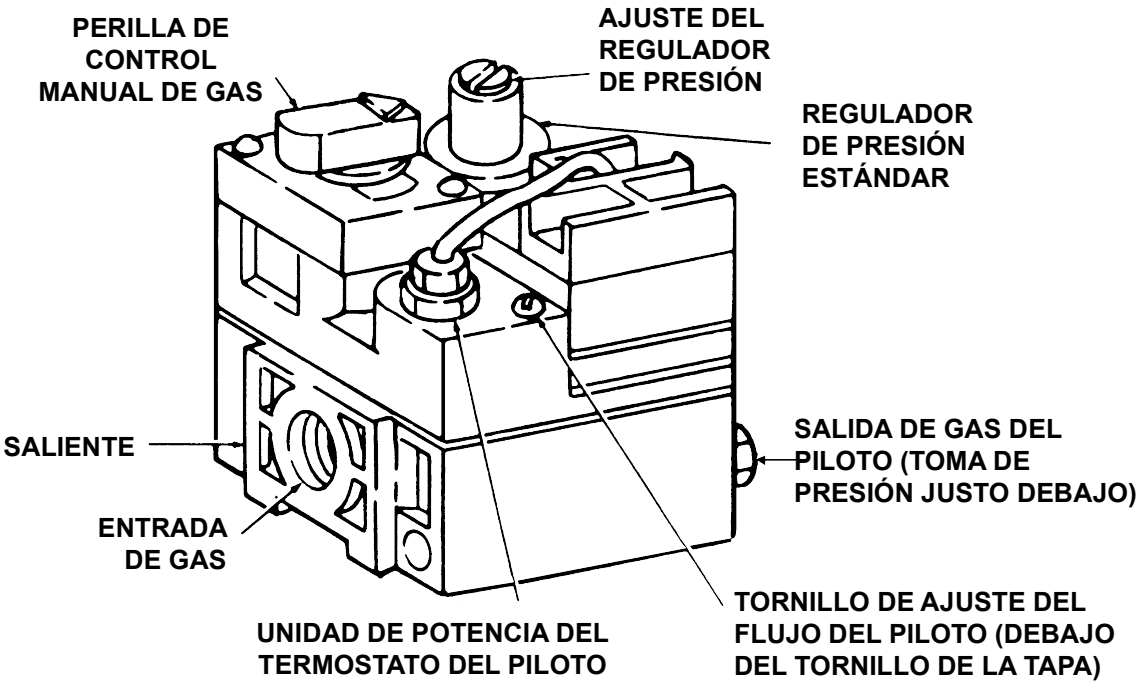

Figura 9. Componentes de la válvula de gas
C. Si la perilla de control manual de gas que se encuentra en la válvula de gas no está en posición de apagado, oprímala parcialmente y rótela hasta la posición OFF. Consulte la Figura 9.